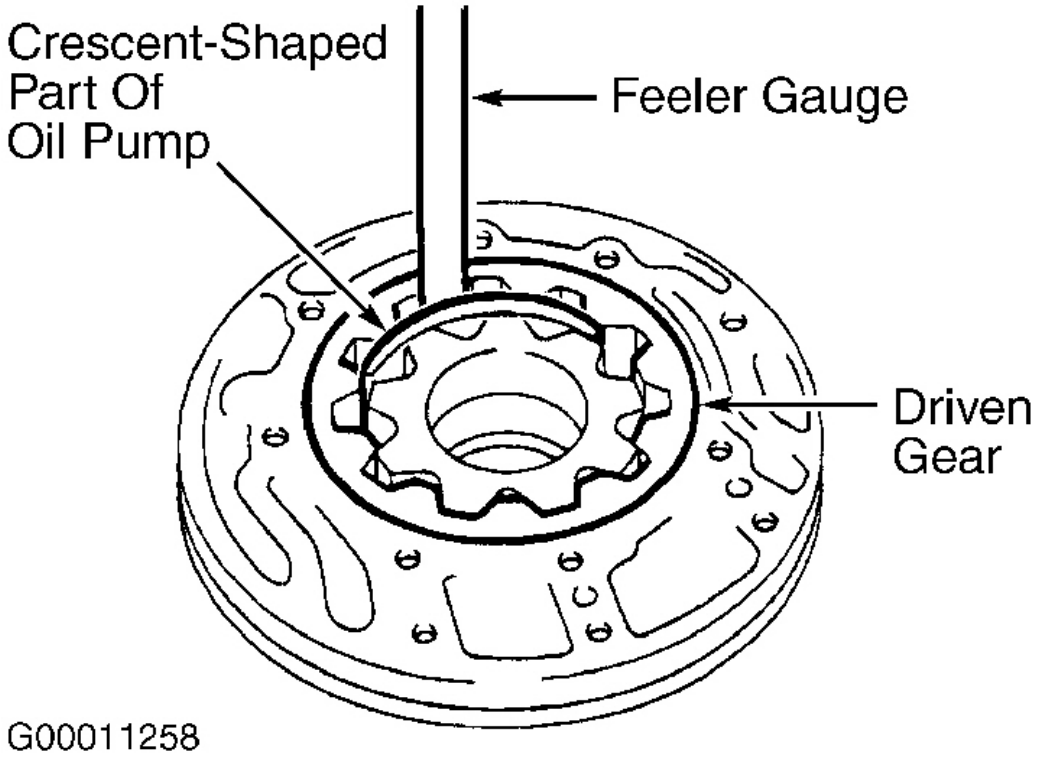

Fig. 33: Checking Oil Pump Driven Gear Tip Clearance
2. Using a feeler gauge, check tip clearance of driven gear. Measure between gear teeth and crescent-shaped part of oil pump body. See **Fig. 33**. Tip clearance should be .004-.006" (.11-.15 mm). Maximum tip